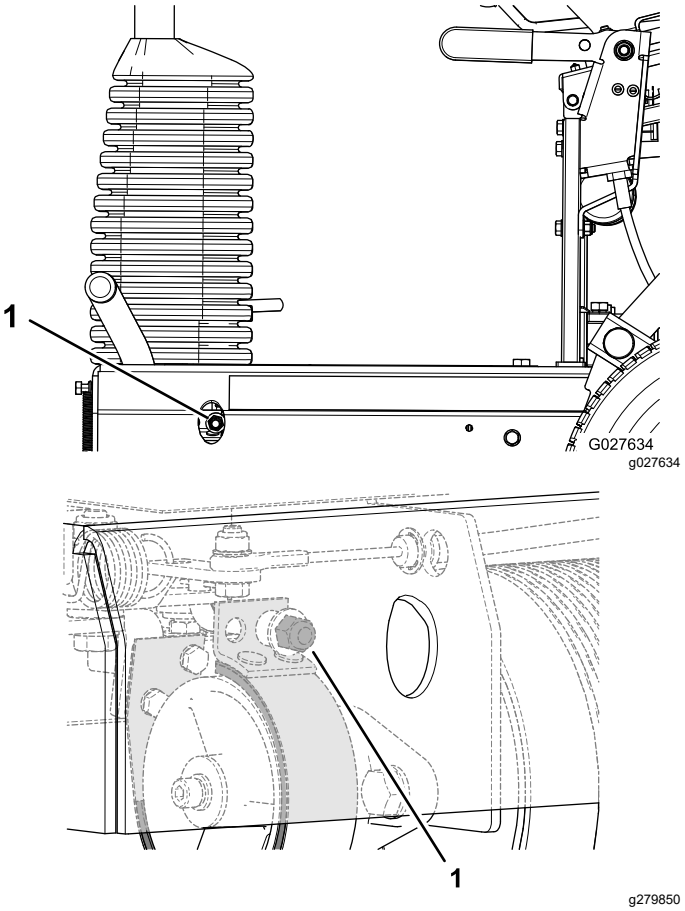

Figura 35
- Per aumentare la forza frenante, ruotate il dado di bloccaggio del freno in senso orario (Figura 35).
- Per ridurre la forza frenante, ruotate il dado di bloccaggio del freno in senso antiorario (Figura 35).